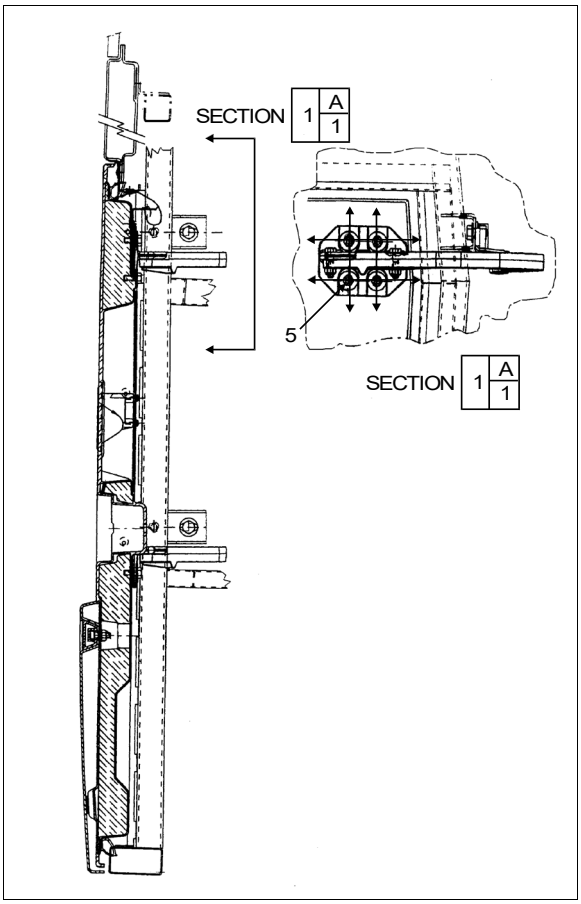

FIGURE 73: FRONT SERVICE DOOR 18195
7. Loosen screws (5, Figure 73) to allow the door to be shifted "UP or DOWN".